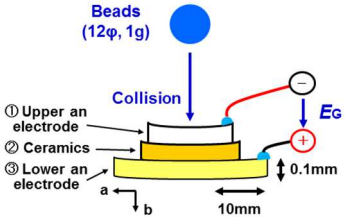
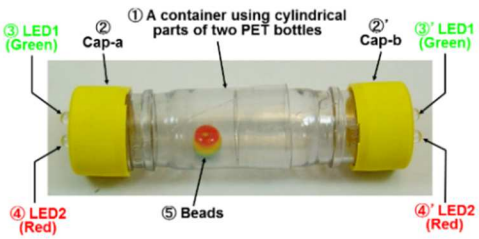

Fig.1 Generating voltage E_G for a piezoelectric element
Fig.2 External appearance of the generator using piezoelectric elements
Fig.1 に使用した圧電サウンダ(FGT-31T-3.7A1)の動作を示す．図から上側に①上部電極，下側に③下部電極およびその中間に②圧電体がサンドイッチされ，全体の厚さは 0.25mm 程度となっている．動作としては，上からビーズを圧電サウンダに落下させて力を加えると②圧電体が a 方向に伸びて，b 方向に縮むことにより⊖，⊕の方向に，電圧 E_G が発生する様子を表している．
Fig.2 に，圧電素子による発電機の外観を示す．図から①ペットボトル円筒容器の両端の②，②' Cap-a, b の内側に, Fig.1 で示した圧電素子 P-a, b の上側電極部分と⑤ビーズが衝突するように取り付ける．その際，ビーズとの衝突時における圧電体の破損を防ぐために厚さ 0.1mm の金属シートを 18φ 程度に切り抜き，これを貼り付けて用いてる．発電を確認するための緑色と赤色の③，④(③'，④') LED1, 2 の接続は，アノード(A)とカソード(K)を逆方向に並列接続した．⑤ビーズは，直径 12φ，重さ 1g と軽く，圧電素子への衝撃を低減している．